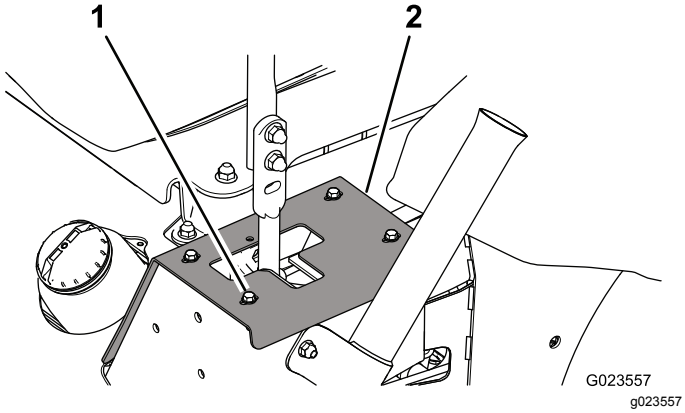

Figur 62
2. Lossa de skruvar som fäster stopplattorna vid ramen för att nå motvikternas fästskruvar (Figur 62).